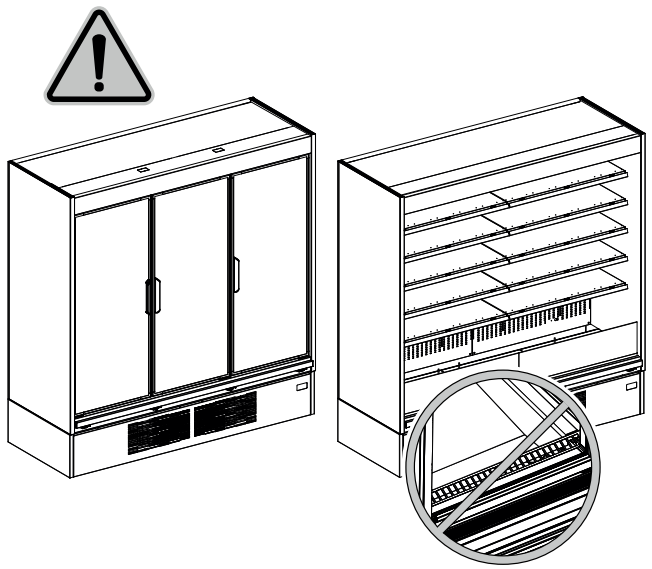

Fig. 16
- La merce non ostruisca il corretto flusso d'aria refrigerata ("Fig. 16")